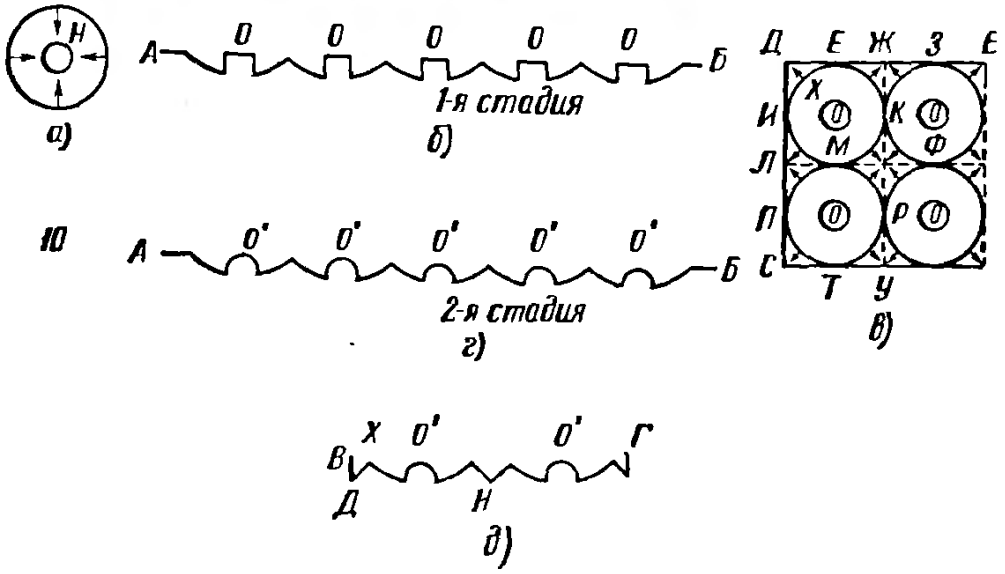
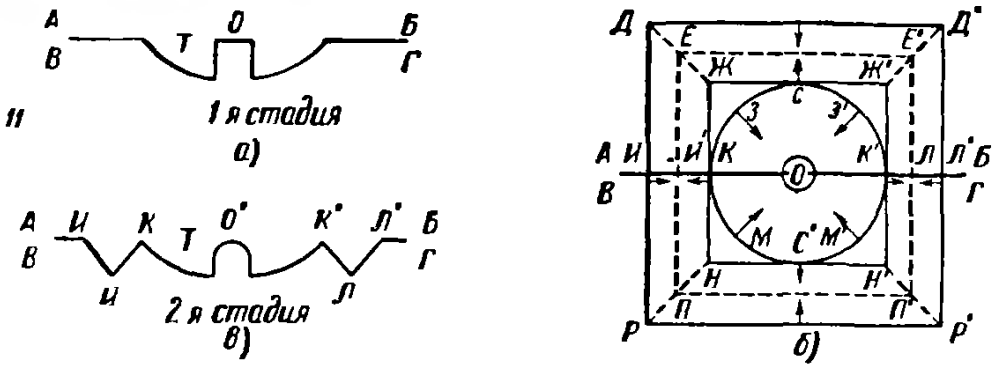

Рис. 54
Рис. 55
На рис. 54 показаны основные стадии резьбы рис. 10 учебной доски.
Первая стадия резьбы: 1) стамеской № *12* сделать вертикальные надрезы глубиной 3 *мм* по малым окружностям О (рис. 54,а);
На рис. 54,б показан разрез рис. 10 учебной доски по линии *АБ* после углубления поверхностей в пределах окружностей *Н*.
Вторая стадия резьбы: 1) направить острый конец стамески *№ 1* поочередно в точки *Д, Ж, Л, Н* (рис. 54, в) и сделать наколы глубиной *3мм* по линиям *ДЕ, ДИ, ЖЕ, ЖЗ, ЛИ, ЛП, НМ, НК, НФ, НР* и т. д.;
3) стамеской *№ 4* придать цилиндрам *О* форму *О'* (рис. 54,г).
На рис. 54, г и *д* показаны разрезы рис. 10 учебной доски по линиям *АБ* и *ВГ* в результате окончания резьбы.
На рис. 55 показаны основные стадии резьбы рис. 11 учебной доски.
Первая стадия резьбы: вырезание поверхности в пределах большей окружности *Т*—такая же, как и при резьбе рис. 54. На рис. 55, *а* показан разрез рис. 11 учеб-
Вторая стадия резьбы: 1) направить острый конец стамески *№ 1* поочередно в точки *Ж, Ж', Н', Н* (рис. 55, *б)* и сделать наколы глубиной 3 *мм* по линиям *ЖС, ЖК, Ж'С, Ж'К', Н'К', Н'С', НС', НК;*
На рис. 55, *в* показан разрез рис. 11 учебной доски в результате окончания резьбы.